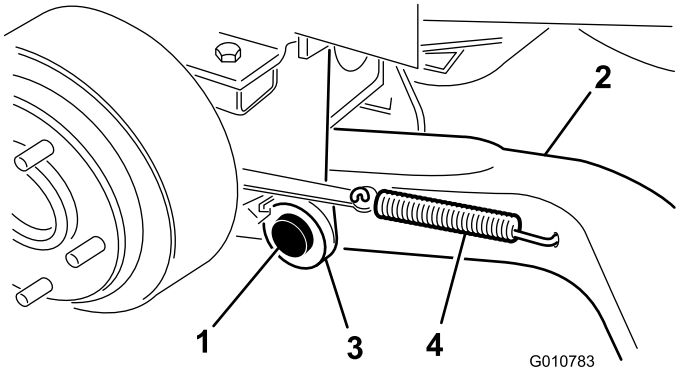

Figur 4
4. Monter en løftearm (med kugleledsenden placeret udad) på drejebeslaget med en drejetap og en split (5/32 x 1-3/4 tommer) (Figur 4).
5. Monter bagsiden af løftearmen på løftecylinderen med en drejetap og (2) splitter (leveres med traktionsenheden).
6. Hægt bremsens returfjeder til hullet i løftearmen (Figur 4).